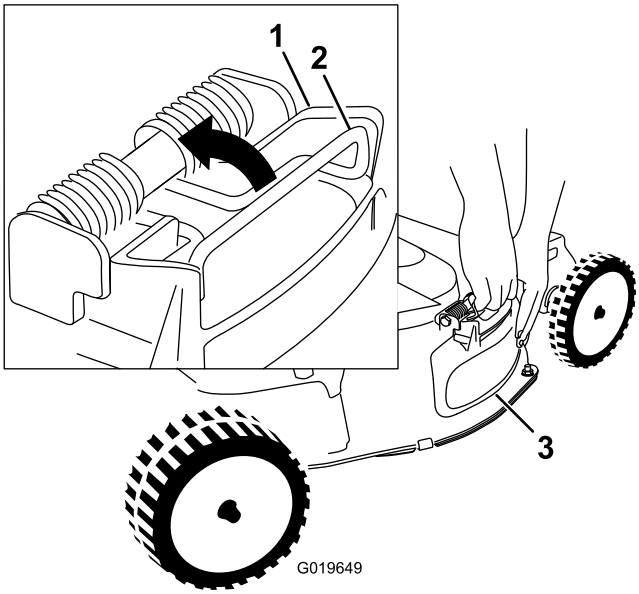

Figur 20
4. Fjern sideudblæsningsdeflektoren ved at trække opad i den fjeder, der holder deflektoren på plads, og fjerne deflektoren (Figur 20